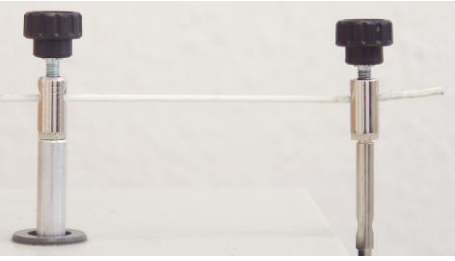

Fig. 5: Illustration der Querzugentlastung des eingespannten Seils.
- Das Seil durch den Steckerstift am Schwingungserreger des Vibrationsgenerators und die Stativstange mit Steckerstift führen. Das Seil mit Hilfe der Rändelschraube zunächst nur an der Stativstange mit Steckerstift befestigen. Dies dient als Querzugentlastung für die Lautsprechermembran (Fig. 5).